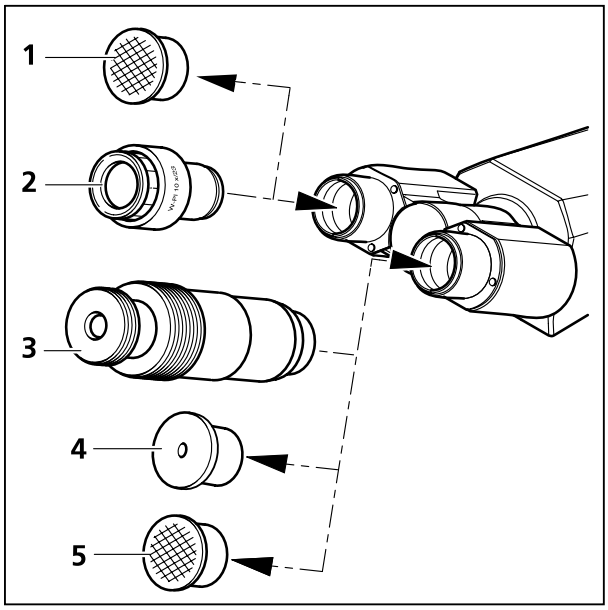

Bild 3-4 Okulare einsetzen
- Beide Staubschutzkappen (Bild 3-4/**1** und **5**) aus dem binokularen Tubus entfernen.
- Beide Okulare (Bild 3-4/**2**) aus den Behältern entnehmen und bis zum Anschlag in den binokularen Tubus einsetzen.
- Das Hilfsmikroskop (Bild 3-4/**3**) kann anstelle eines Okulars in einen der Binokularstutzen eingesetzt werden und dient der Beobachtung von Apertur-, Phasen- und Dunkelfeldblenden bzw. der Zentrierung von Phasen- und Dunkelfeldblenden. Mit Hilfe der verstellbaren Augenlinse kann man auf diese Blenden fokussieren.
- Das Hilfsmikroskop (Bild 3-4/**3**) oder der Diopter (Bild 3-4/**4**) können zur Betrachtung konoskopischer Bilder eingesetzt werden.